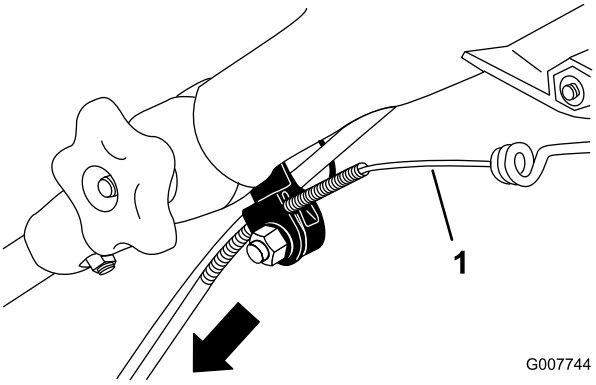

Figur 44
3. Dra kabelkappen nedover helt til du fjerner slakken i den eksponerte kabelen (Figur 44).